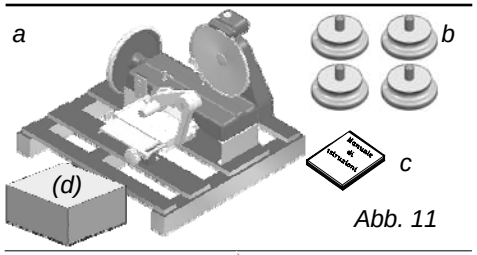

Abb. 11
a) Die Maschine auf Palette (Teil *a Abb. 11*);
b) 4 Füße (*Teil b Abb. 11*);
c) Handbuch (*Teil c Abb. 11*);